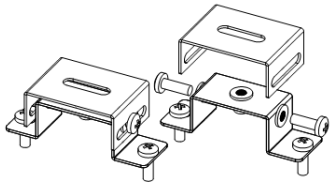

Рисунок 4 - **Крепление скоба 05908**.
5.5.4. Если предполагается включать и выключать светильник в рабочем режиме, присоедините фазный рабочий провод (Lраб.) к клемме Lраб. через выключатель (см. рисунок 4, б). В данном случае возможно включение/отключение рабочего освещения через выключатель. В случае возникновения аварийного отключения электроэнергии светильник автоматически перейдет в аварийный режим при любом положении выключателя.